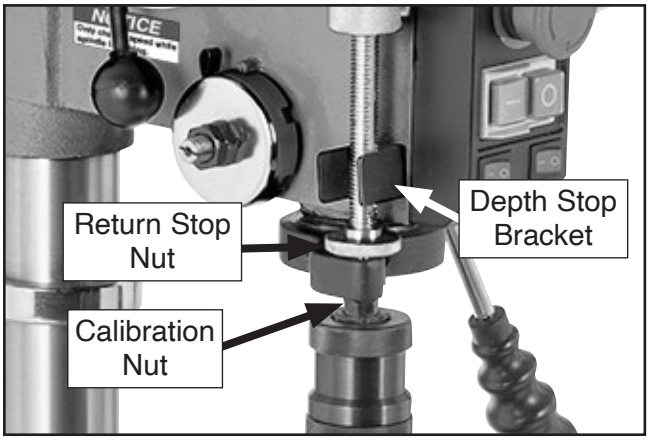

**Figure 47.** Calibration components.
1. Loosen return stop nut and calibration nut shown in **Figure 47**.